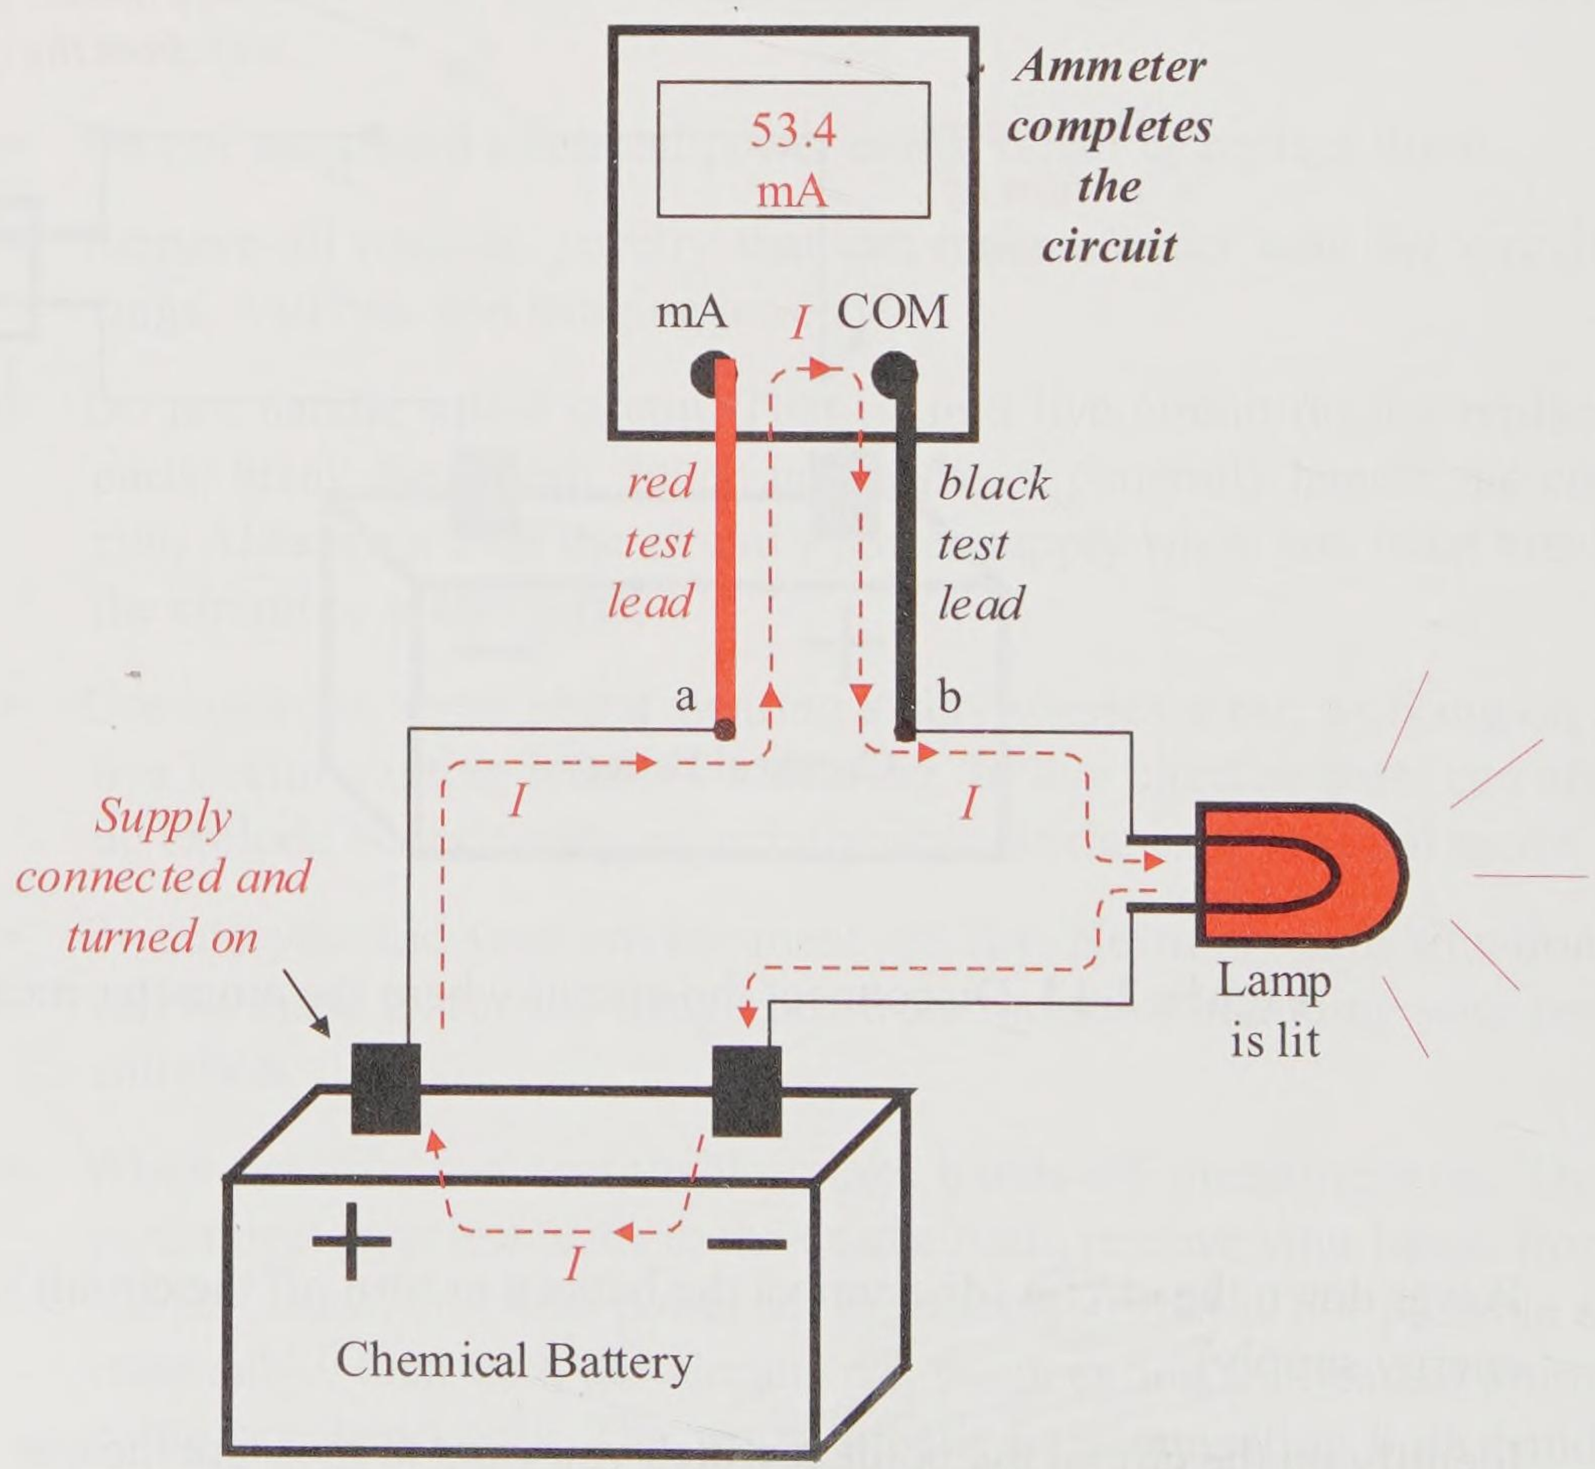

Figure 2-14 Ammeter completes the circuit for a conventional current reading
4. Figure 2-14 demonstrates the circuit with the ammeter properly connected. Connect the ammeter + lead (red, mA) to point *a*. Connect the ammeter – lead (black, COM) to point *b*. This connection creates a positive conventional current reading with the current flowing into the ammeter red lead, through the ammeter, and out of the ammeter black lead.